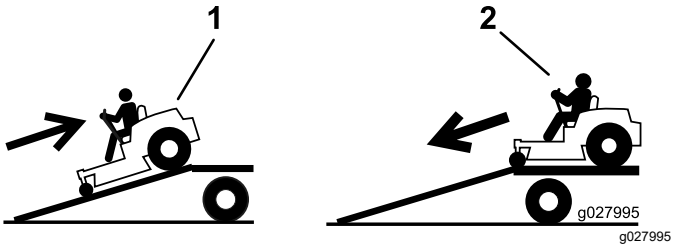

Figur 33
4. Backa maskinen uppför ramper (Figur 33).
2. Kör maskinen framåt nedför ramper (Figur 33).